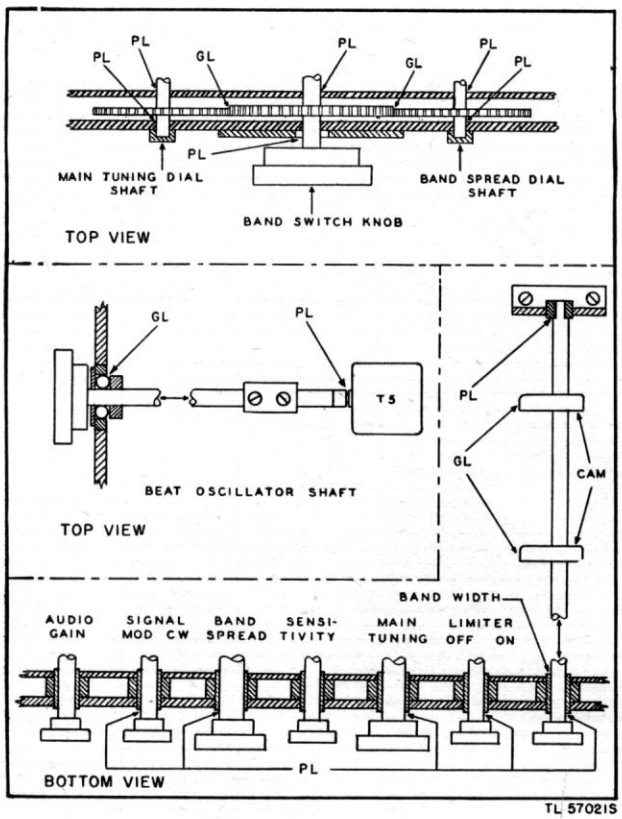

Figure 19. Receiver lubrication diagram.
a. The location of the points on the receivers requiring lubrication and the type of lubricant to be used are illustrated in figure 19. Lubrication is not required at any point not included in the illustration. The recommended lubricants are suitable for all temperatures at which these receivers are operated.
c. When lubricants are to be applied, thoroughly clean the point to be lubricated, and all other parts affected, with solvent (SD) and dry with a lint-free cloth.
d. Apply all lubricants very sparingly to these receivers. Use only one drop at each lubrication point when oil (PL—SPECIAL) is specified. Apply a thin coat of lubricating grease (GL) at points where GL is specified.